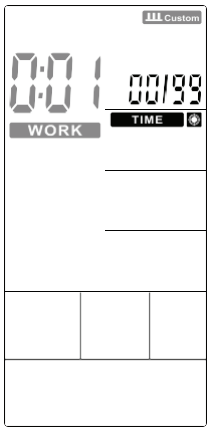

Figure 33
2. The TIME continues lighting up. **WORK** and 0:01 will flash, press UP/DOWN to set training time within 0:00-9:59 circularly (Figure 33). Press ENTER to confirm along with buzzer beeps 1s and **INTERVAL CUSTOM** continues lighting up.